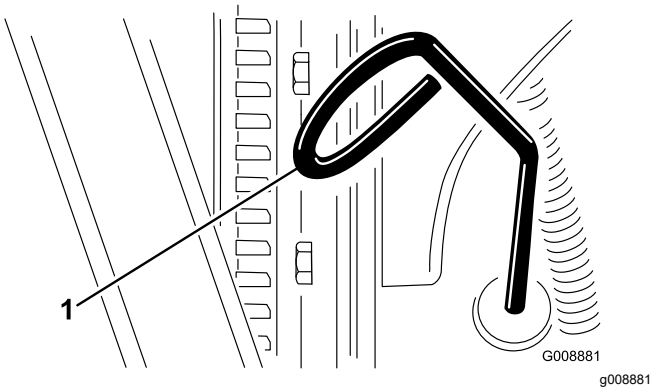

Figuur 27
2. Verwijder de peilstok (Figuur 27) en veeg deze af met een schone doek.